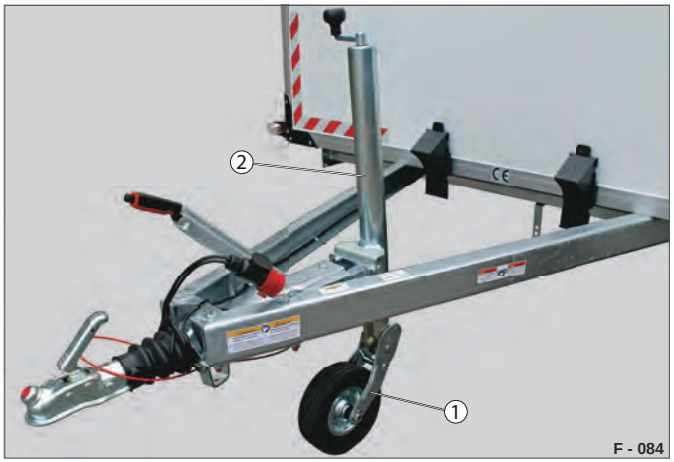

Fig. 1 Automatikstøttehjul (fastmonteret)
– Automatisk ind- og udklapbart hjul (Fig. 1 /1).
– Op- og nedkøring af cylinderen (Fig. 1 /2) er ikke nødvendig.